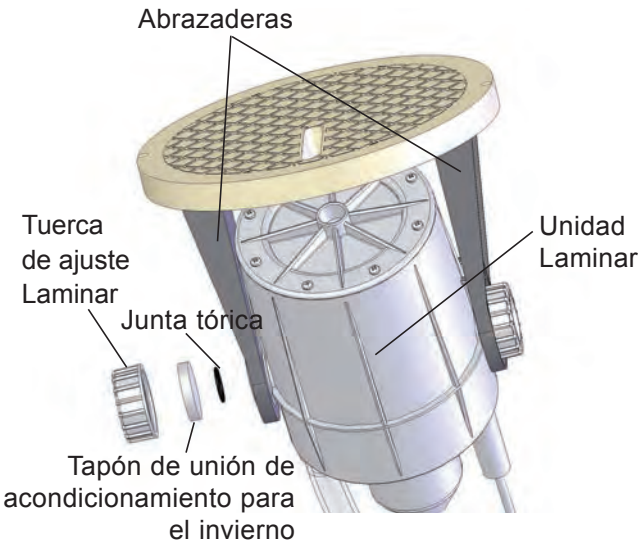
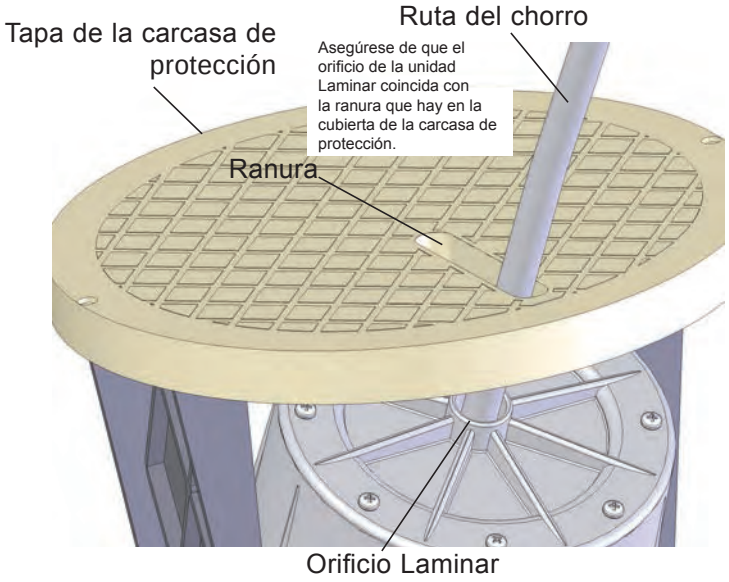

Figura 3
Figura 4
1. Abra con cuidado las abrazaderas y deslice la unidad Laminar en los orificios de éstas (Figura 3), asegurándose de que el orificio del Laminar coincida con la ranura que hay en la cubierta de la carcasa de protección (Figura 4).